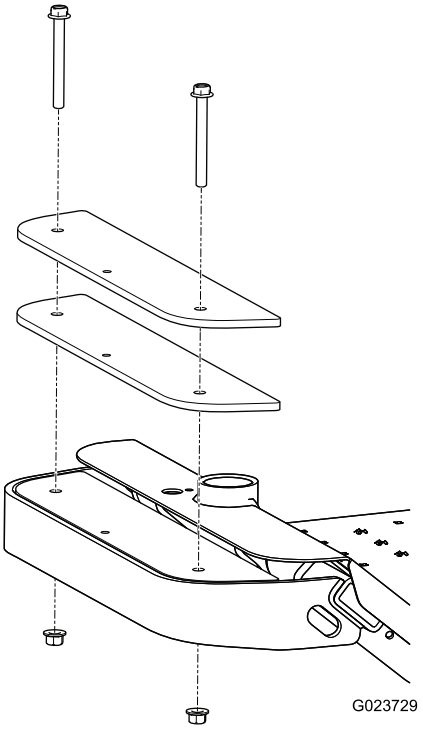

Figuur 13
1. Verwijder de 2 bouten en 2 moeren waarmee de oude gewichten aan de voorkant van de machine zijn bevestigd (Figuur 13).